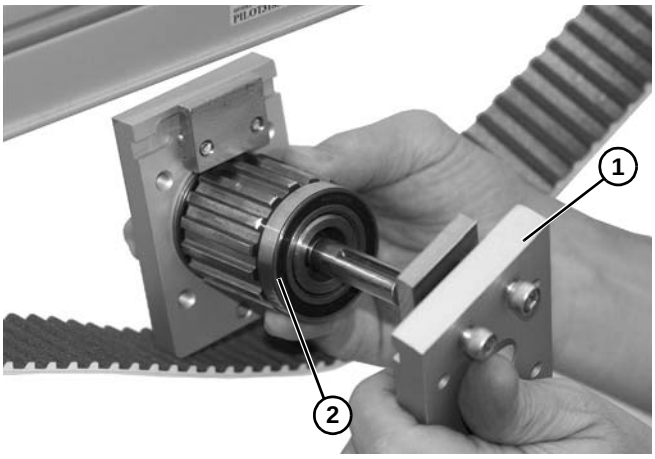

Figure 87
6. Installer les blocs de montage **(Figure 87, élément 1)** sur la broche **(Figure 87, élément 2)**.